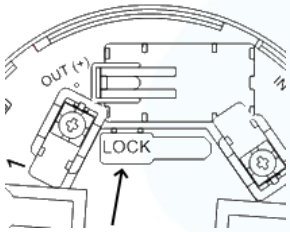

Fig.3
- Pre-remove the key from the base (Figure 3).